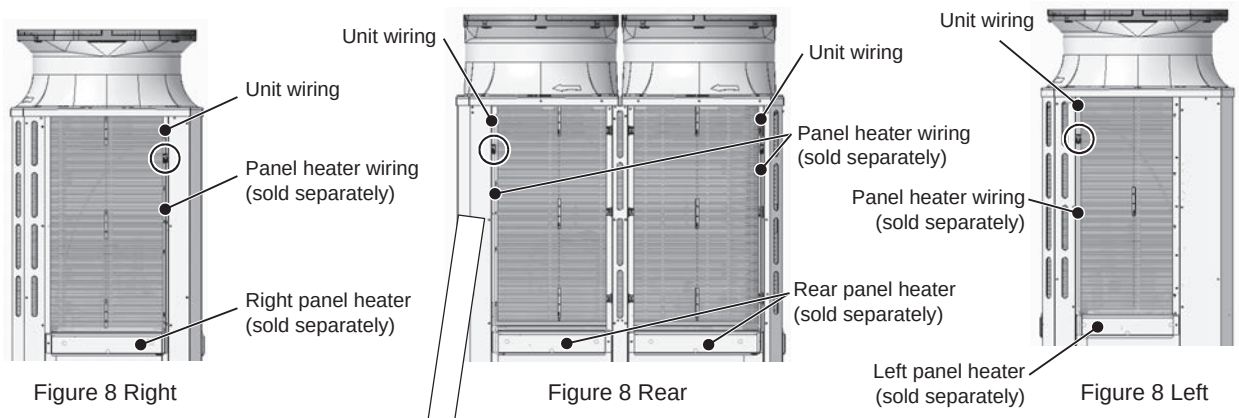

Figure 8 Right Figure 8 Rear Figure 8 Left
(10) If a separately sold panel heater is installed, disconnect the connectors of the panel heater wiring. Bundle the excessive disconnected panel heater wiring with adhesive tape or other materials. (4 locations as shown in Figure 8.)